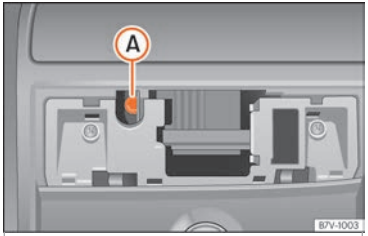

Fig. 18 Allen bolt to close the panoramic sliding sunroof
- Insert a standard 4 mm Allen key[1] into the Allen bolt ››› Fig. 18 Ⓐ.